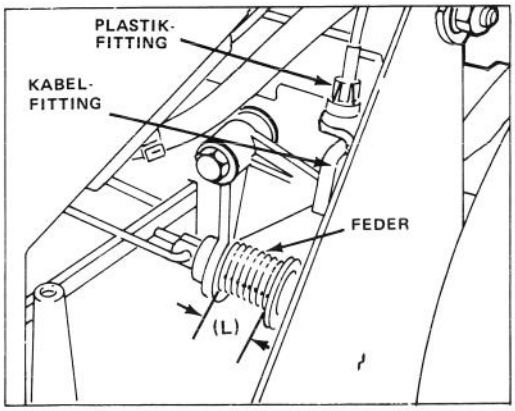

Bild 26
3. Antriebshebel hinunterschieben und in Richtung Griff anheben. Wenn der Antriebshebel den Griff berührt, die Länge (L) der Feder messen, wie in Bild 26 gezeigt.